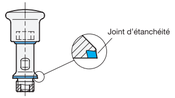

fig. 1
- Defective sealing rings must be replaced (Fig.1). Only use special sealing rings of the correct size (GN7600).
Il faut donc tenir compte de la bonne position de montage (fig. 1).
- La position de montage illustrée sur la fig. 1 garantit un écoulement indépendant des liquides.